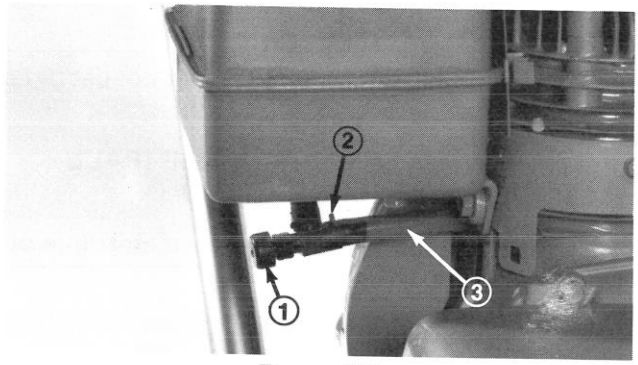

Figure 23
1. Stäng bränslekranen under bränsletanken (Fig. 23).
3. Lossa slangklämman vid bränslekranen och dra bort slangen från bränslekranen (Fig. 23).